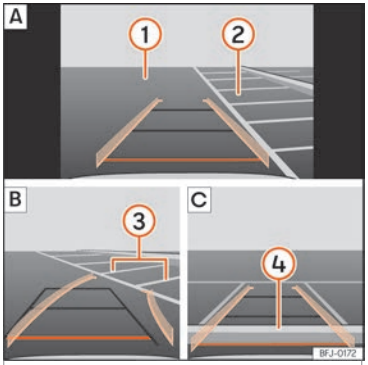

Fig. 217 Affichage à l'écran du système d'infodivertissement : stationner avec l'assistant de marche arrière.
Légende de la **fig. 217** :
- Placez le véhicule en face de la place de stationnement ››› fig. 217 ② A.
- Reculez en tournant le volant afin que les lignes jaunes pénètrent dans la place de stationnement. Les lignes vertes et jaunes doivent correspondre aux lignes de délimitation latérales ③ B.
- Arrêtez le véhicule lorsque la ligne rouge a atteint la limite arrière ④ C.